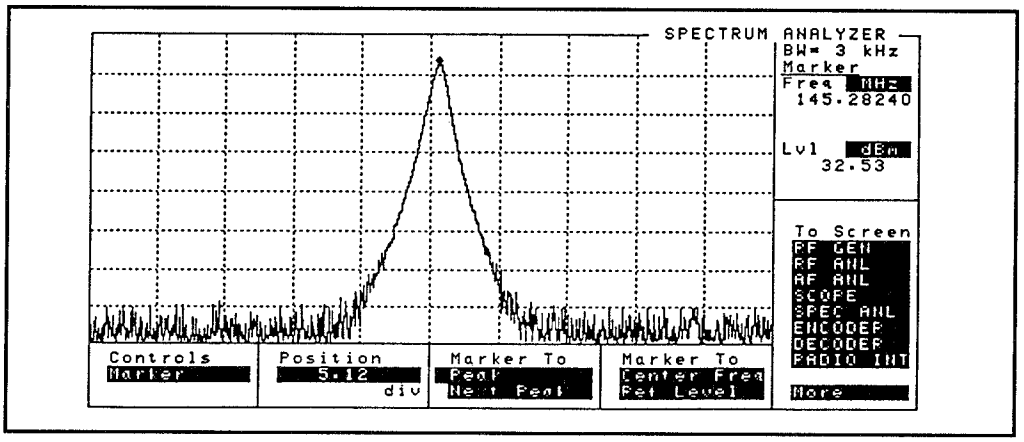
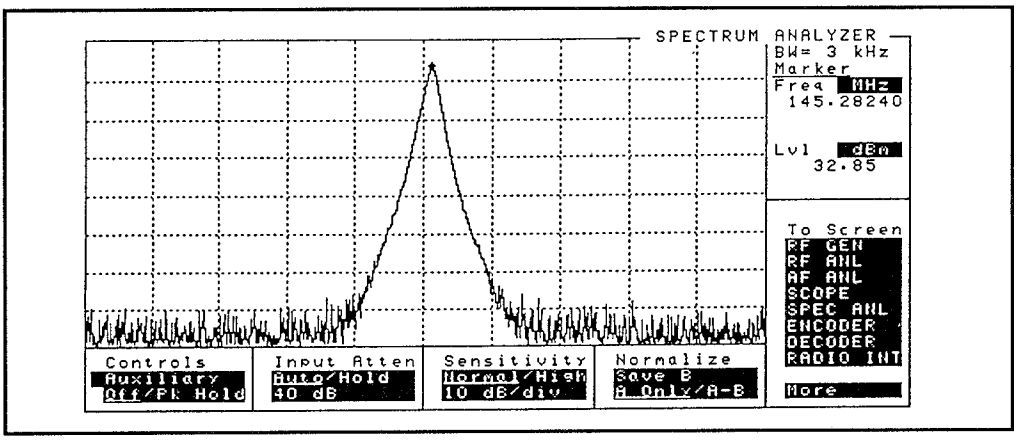

Figure 29: Spectrum Analyzer Marker screen.
Figure 30: Spectrum Analyzer Auxiliary screen.
Marker screen controls (see Figure 29) are changed using the knob (3) and data entry keys (5) as follows:
- **Marker To** sets the marker to the signal with the largest peak, the signal with the next largest peak, to the center frequency, or to the reference level. [Note: Relative frequency and amplitude measurements such as filter bandwidth, duplexer rejection/insertion loss, or harmonic level can be performed using the "delta" marker function. The delta marker function is performed by setting the marker to the first point desired and then moving the cursor to the marker frequency, amplitude readouts, or both. If you push REF SET (2), the readout displays 0 and **Ref** below it. If you move the cursor back to **Position** and move the marker along the displayed response, the marker readout displays the delta from the set reference point. To turn the reference set off, simply push the REF SET (2) and ON/OFF (4) keys.]
5. From **Controls,** select Marker, then select Auxiliary from the **Choices** field. The Auxiliary screen controls (see Figure 30) are changed using the knob (3) and data entry keys (5) as follows: